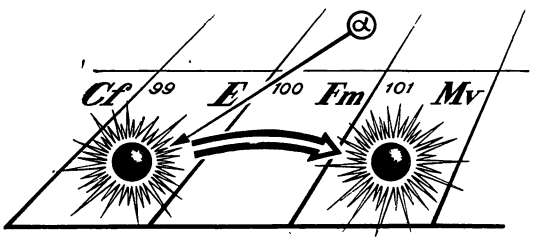

**Рис. 20. Теряя α-частицу, калифорний превращается в менделевий.**
**Менделевий** был получен следующим образом (рис. 20). На листочек тончайшей золотой фольги нанесли совершенно невидимое покрытие, состоящее приблизительно из одного мил-